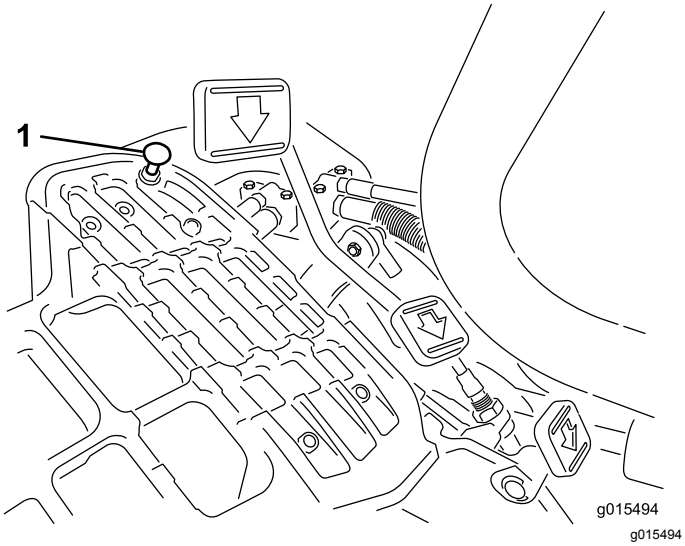

**Rysunek 41**
Aby uzyskać maksymalną prędkość transportową, należy ustawić dźwignię sterowania funkcją w pozycji TRANSPORTOWEJ i nacisnąć do końca pedał jazdy. Jeśli pedał dotyka ogranicznika (Rysunek 41), zanim da się wyczuć naprężenie linki, wówczas należy dokonać regulacji w następujący sposób:
1. Ustaw dźwignię sterowania funkcją w pozycji TRANSPORTOWEJ i poluzuj nakrętkę zabezpieczającą mocującą ogranicznik pedału do płyty podłogowej (Rysunek 41).